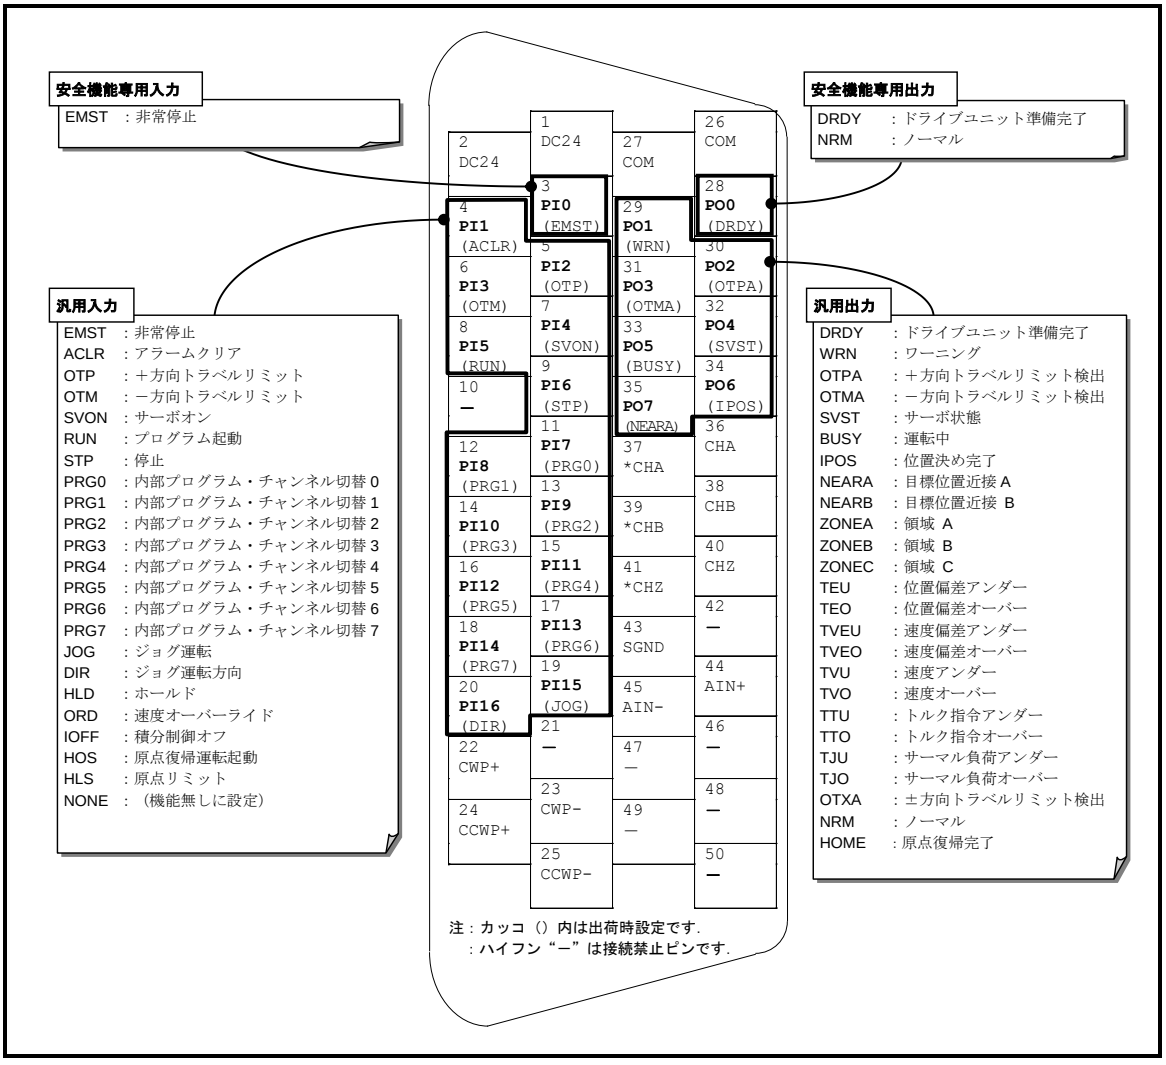

図 8-1：制御入出力コネクタ CN2 と割り当て可能な機能
- CN2：**制御入出力コネクタ** の各ポートは，「図 8-1：制御入出力コネクタ CN2 と割り当て可能な機能」のように入出力機能の割り当てを変更できます．（一部のポートを除く）